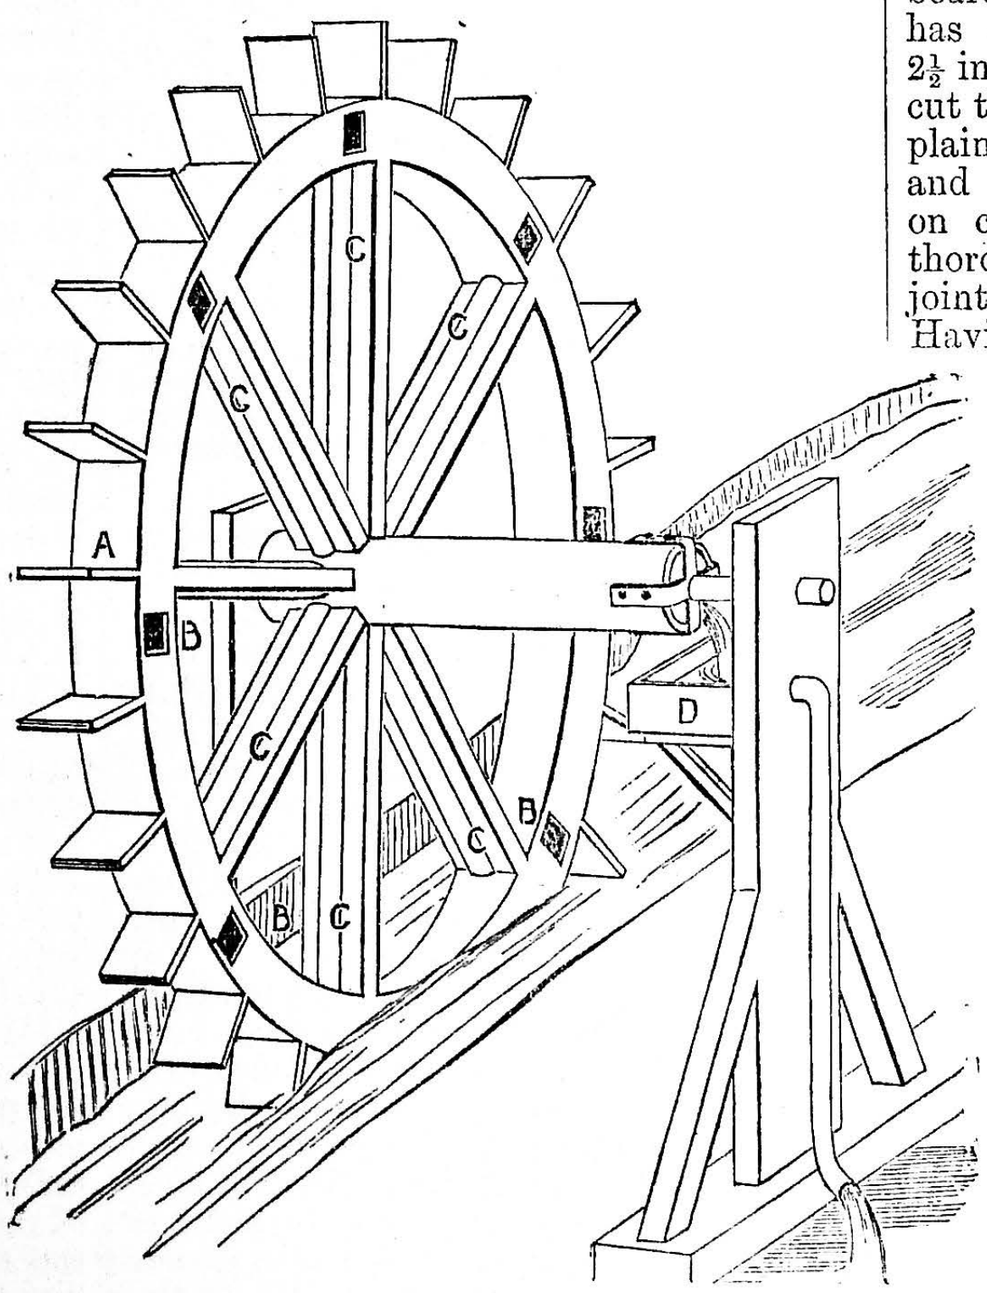

Fig. 2.—Water-wheel for raising Water to Height of Centre.
Fig. 2 is from the same work, and represents a machine for raising the water of a river to the height of the half diameter of the wheel. The circumference (A) of the wheel is hollow, and is divided by partitions, so as to form so many boxes, which are filled as they dip into the water. In that part of each division which first leaves the water there is a hole (B) through which it can enter, and for delivering the water there is in each division a second hole (C) communicating with a pipe passing along the arm of the wheel, and conducting the water to its hollow axle, through which it passes till it reaches the reservoir (D). The current of the river striking against the float-boards turns the wheel, and each partition of the hollow circumference as it passes through the water lifts a quantity, which, passing through the radial pipes, is discharged through the axle into the reservoir at the height of half the diameter of the wheel.